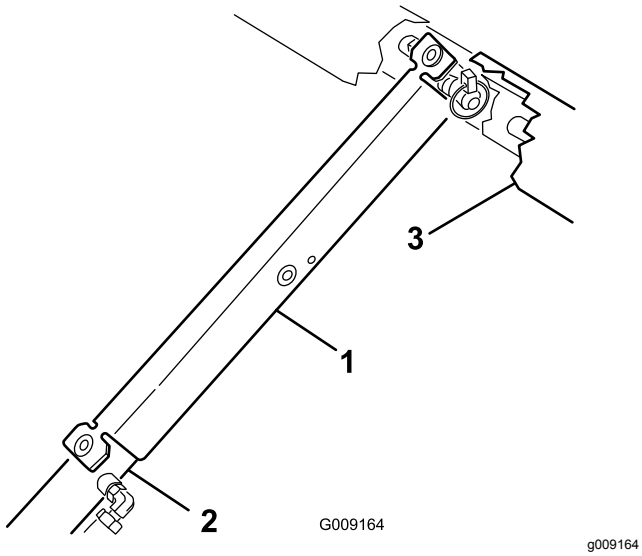

**Figur 43**
8. Skub ladstøtten ned over cylinderstangen, og sørg for, at tapperne på støtteenden hviler på enden af cylinderløbet og cylinderstangenden (Figur 43).